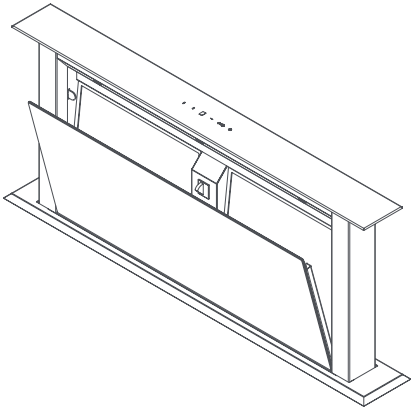

Abb. 7a: Randabsaugungsplatte abnehmen
- Randabsaugungsplatte oben nach vorn ziehen und so aus der Arretierung lösen. Dadurch schaltet sich die Haube sofort stromlos (▲ Abb. 7a). Die Randabsaugungsplatte nach oben herausnehmen.